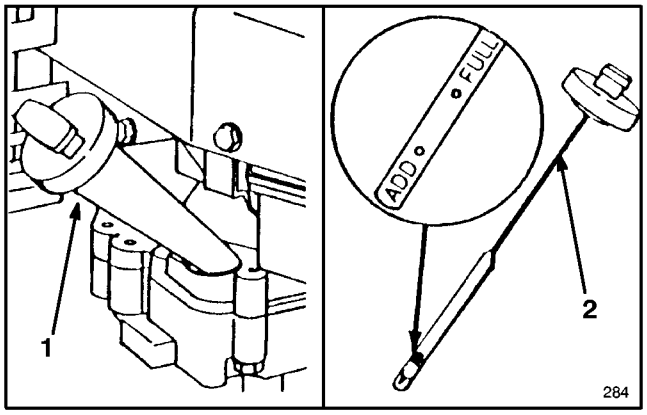

Figure 6
Fill crankcase with SAE 30 or 10W30 oil until oil level reaches FULL mark on dipstick as shown in (Fig. 6). The maximum crankcase capacity is 0.75 liters (25 ounces) of oil. Use any high quality detergent oil having the American Petroleum Institute (API) "service classification" — SF, SG or SH.
Before each use, ensure oil level is between ADD and FULL marks on dipstick (Fig. 6). Add oil if level is low.
3. Wipe dipstick and insert it into filler neck. Rotate cap clockwise 1/4 turn. Then remove dipstick and check level of oil (Fig. 6). If level is low, add only enough oil to raise level to FULL mark on dipstick. **DO NOT FILL ABOVE FULL MARK BECAUSE ENGINE COULD BE DAMAGED WHEN STARTED. POUR OIL SLOWLY.**
1. CHECK OIL LEVEL—Maintain oil level between ADD and FULL marks as shown on dipstick (Fig. 6).